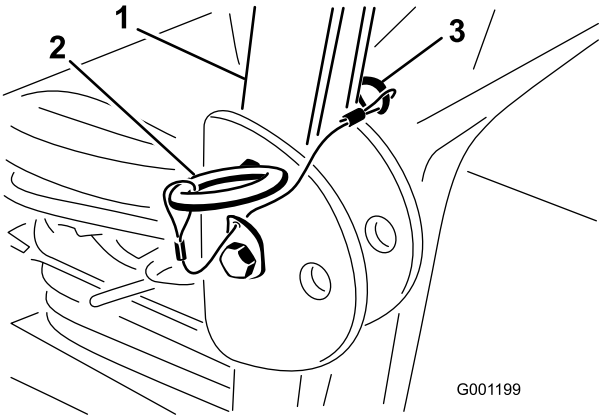

Figur 8
1. Fjern splitterne og de to pinde fra styrtbøjlen (Figur 8).
2. Hæv styrtbøjlen til oprejst position, monter de to pinde, og fastgør dem med låseclipsene (Figur 8).